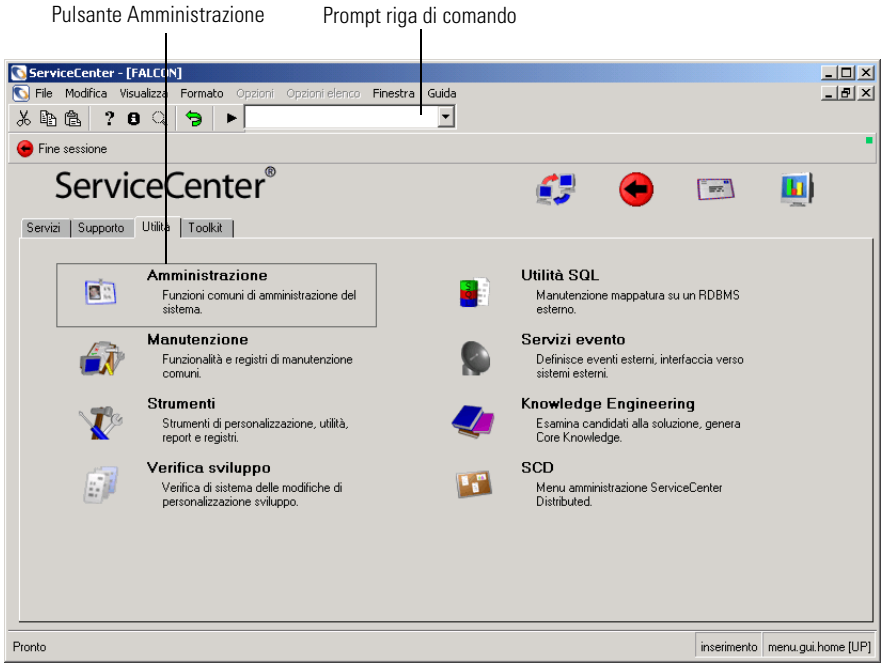

Figura 7-10: Menu iniziale di ServiceCenter: scheda Utilità
- Nel menu iniziale di ServiceCenter, fare clic sulla scheda **Utilità** mostrata nella Figura 7-10.